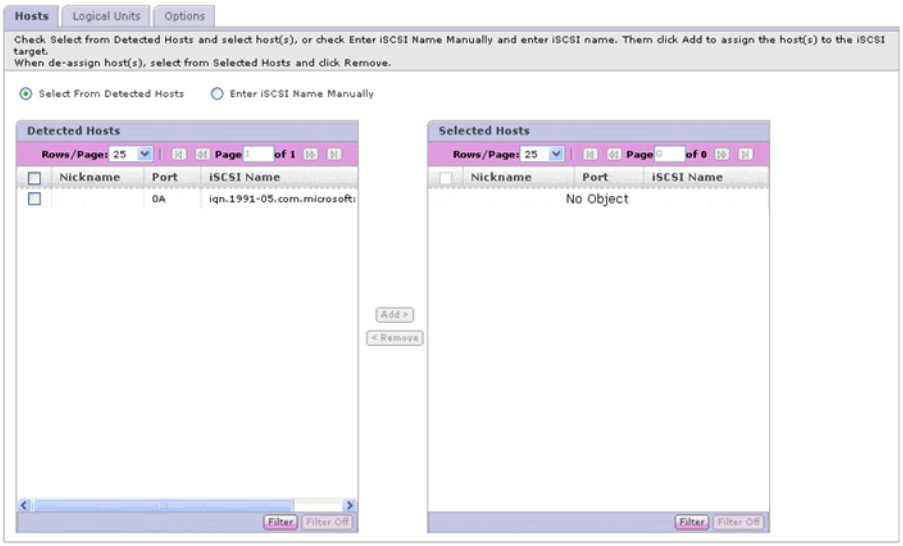

Figure 8-34: iSCSI Target Properties—Hosts Tab
- You can select the names from the list of Detected Hosts as shown in Figure 8-34, or